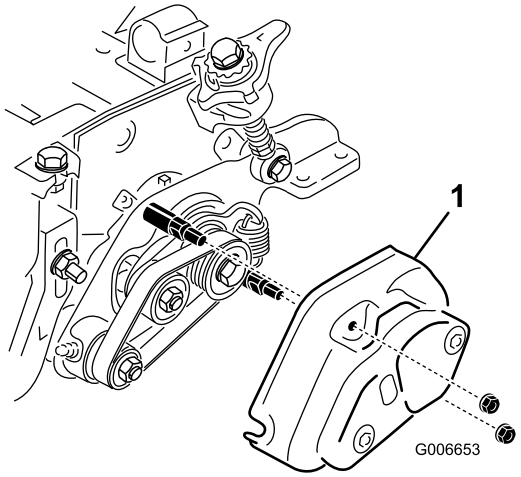

Figura 13
24. Instale la cubierta del acondicionador y fíjela con 2 tuercas con arandela prensada de 5/16" (Figura 13).